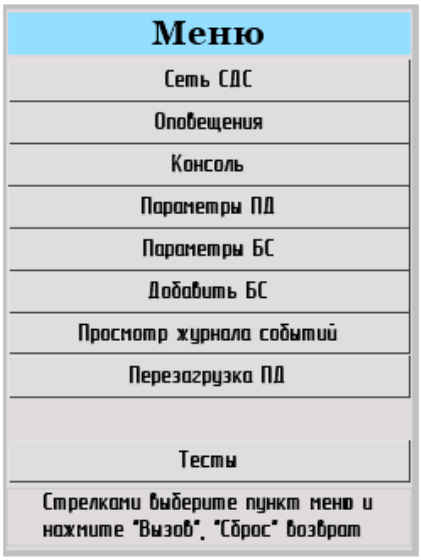

Рис. 9
6.6.1. В системе СДС включена функция оповещения, выполняемого по заданному сценарию. Всего можно задать 10 различных сценариев: разовые или циклические. Для настройки сценариев необходимо в главном меню выбрать поле «Оповещения» (рис. 9) и нажать кнопку «Вызов». После будет выполнен переход на соответствующую страницу (рис. 16, а).